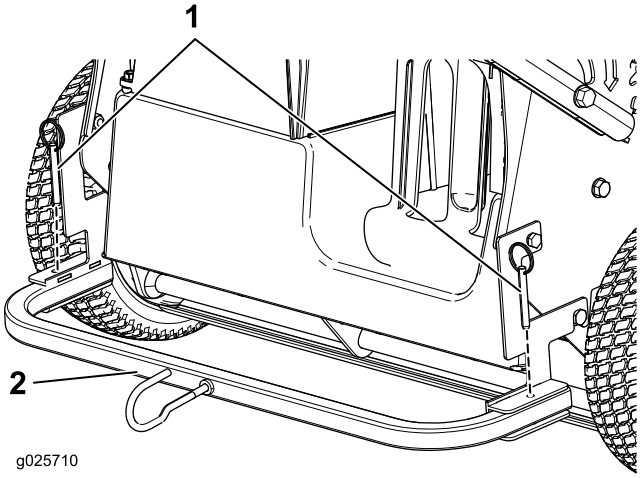

Figure 2
5. Glissez le cadre dans le support en dirigeant le crochet en haut, et fixez le cadre au support au moyen de 2 goupilles élastiques (Figure 2).